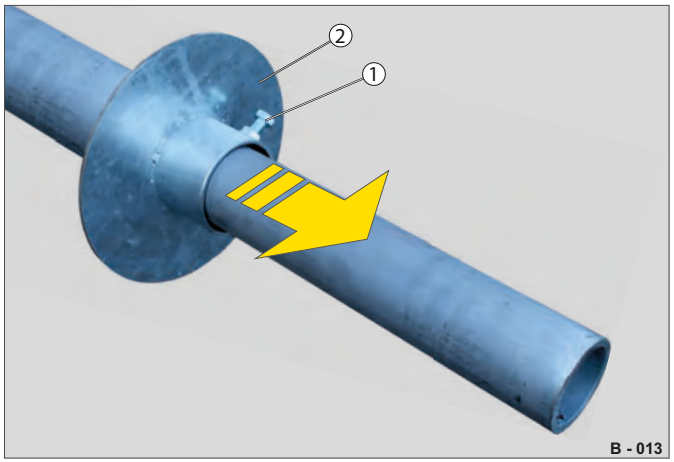

Fig. 5 Afmontering af flangen
▶ Løsn skruerne (Fig. 5 /1).
▶ Træk den højre og den venstre flange (Fig. 5 /2) af transportakslen.